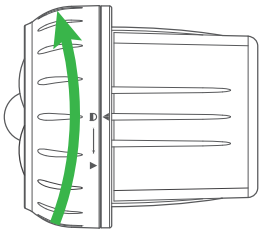

Figure 3
3. Align the ▲ marks then turn the front cover clockwise to the lock position 🔒 to secure the battery compartment (see **Figure 3**).
3. Within 25 seconds, power up the spotlight by turning the front cover clockwise to the lock position 🔒 to secure the battery compartment (see **Figure 3** on previous page). The Sensor Channel melody sounds with the corresponding Sensor Channel LED indicator blinking on the Indoor Alarm Receiver to confirm successful pairing.